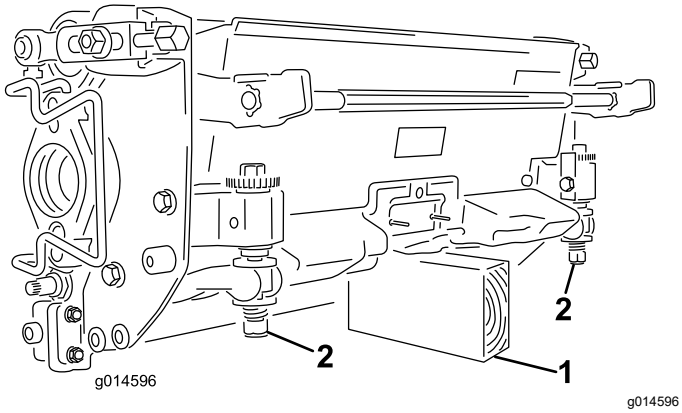

**Figura 51**
***Importante:*** **Quando occorre inclinare l'elemento di taglio, sostenete la parte posteriore dell'elemento per garantire che i dadi sulle viti di regolazione della barra di appoggio non poggino sul piano di lavoro (Figura 51).**